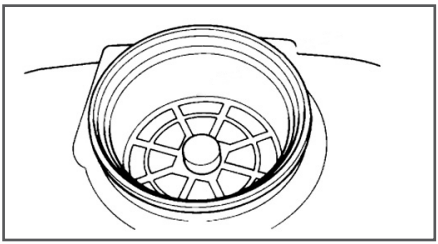

Рис. 7 Сетчатый фильтр бака для жидкости
8. Залить раствор в бак для жидкости через сетчатый фильтр (Рис.7).